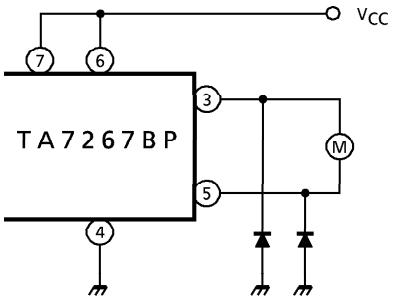

Fig.4
(3) Additional diode
i) If the braking operation is so loose, connect a additional diode between each output to GND. (See Fig.4)